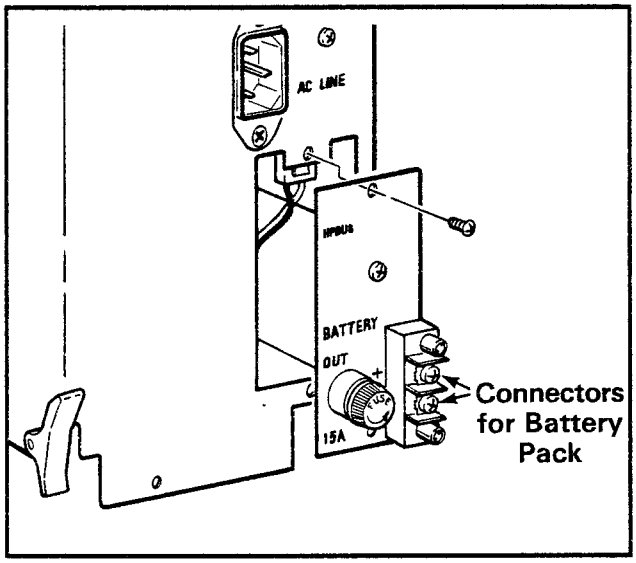

FIGURE 3 — HPBU INSTALLATION
04.42 An optional battery back-up unit (HPBU-8) is available. It is a PCB that mounts inside the power supply housing (Figure 3) and is connected to the female 3-prong connector inside the power supply's case. Secure the HPBU with the two provided screws.